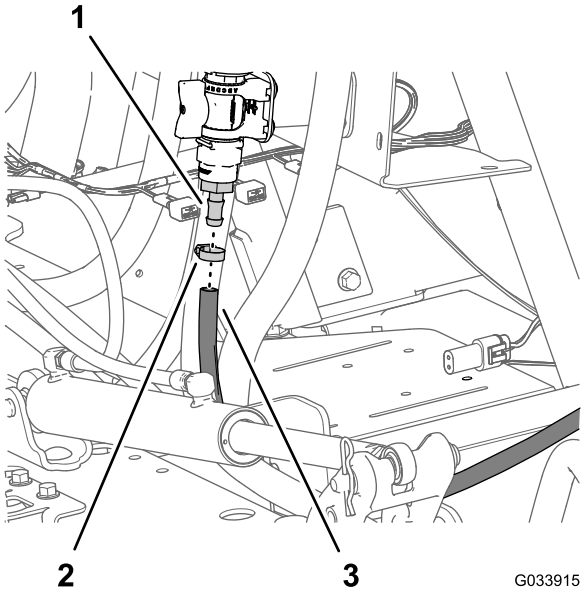

Figura 20
6. Monte o tubo da vara de pulverização na união estriada da válvula de controlo e prenda o tubo na união com uma abraçadeira de tubos (Figura 20).